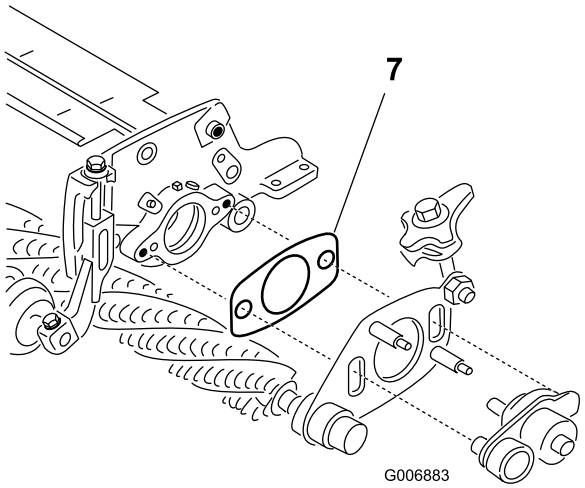

Figure 48
7. Make sure the shim (Figure 48) between the drive side groomer pivot plate and the cutting unit side plate is not pinched by the pivot hub. Shim must be able to move freely.